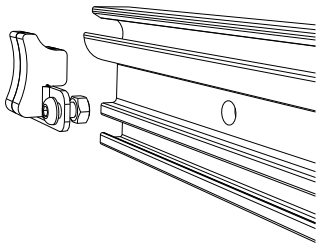

*Figura 49. Monte el tope del brazo*
5. Monte los tornillos y las tuercas en el tope del brazo, situándolos en el perfil del tope, véase Figura 48 y Figura 49.